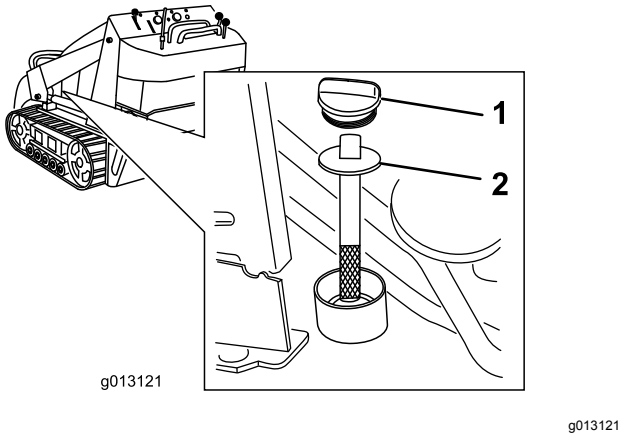

Figuur 60
5. Reinig de omgeving van de vulbuis van de hydraulische tank (Figuur 60).
6. Verwijder de dop van de vulbuis en controleer het vloeistofpeil op de peilstok (Figuur 60).